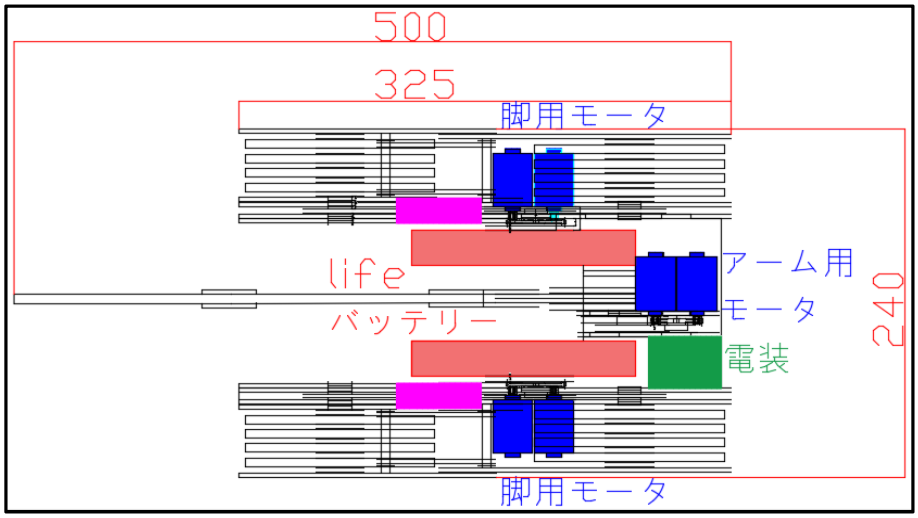
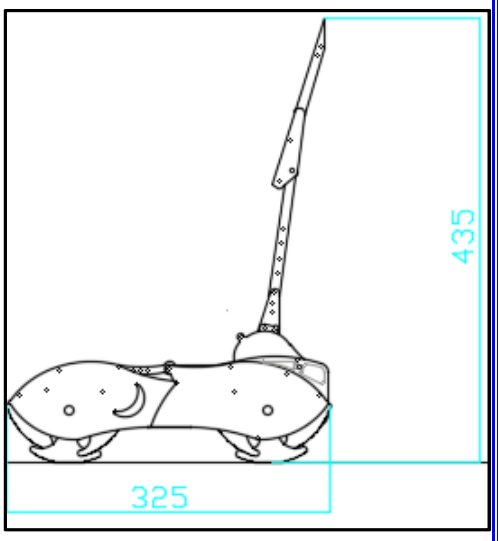

図1　上面
図2　スタート時の状態
（上面からの図を図1、計測時及びスタート時の姿勢を図2に示す）
- ・脚用モータ　：大会規定の380モータ×4個　（図1　青）
- ・アーム用モータ：大会規定の380モータ×3個　（図1　青）（図1では縦に並んでいるので2個に見える）
- ・バッテリー　：大会規定のlifeバッテリー×2本（図1　赤）
- ・ｻｽﾍﾟﾝｼｮﾝ　：図1の紫の部分オイルダンパーを搭載している
また図2から地面から20cmの高さを任意に通過することができる.